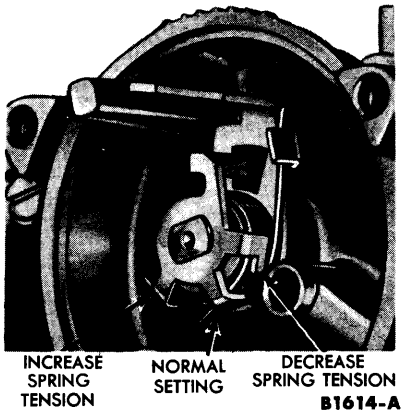

FIG. 9—Torsion Spring Adjustment
5. After a cold start in low ambient temperatures, if the engine hesitates or stumbles (caused by a lean mixture) or if the engine runs rough (caused by a rich mixture), change the torsion spring tension (Fig. 9).
To change the spring tension, remove the thermostat spring housing. Place the short tang of the spring in the left prong to increase tension or in the right prong to decrease tension (Fig. 9). The normal position of the spring is in the center prong.